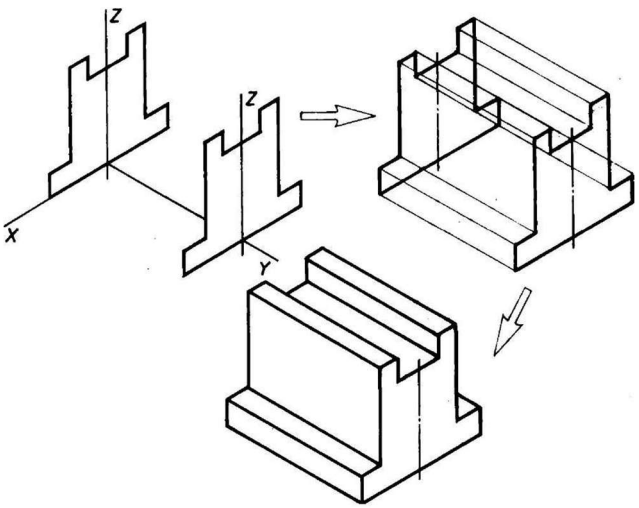

Рис. 1. Построение изометрической проекции детали, начиная от формообразующей грани
- построение проекций остальных граней посредством изображения ребер модели; обводка изометрической проекции (рис. 1).